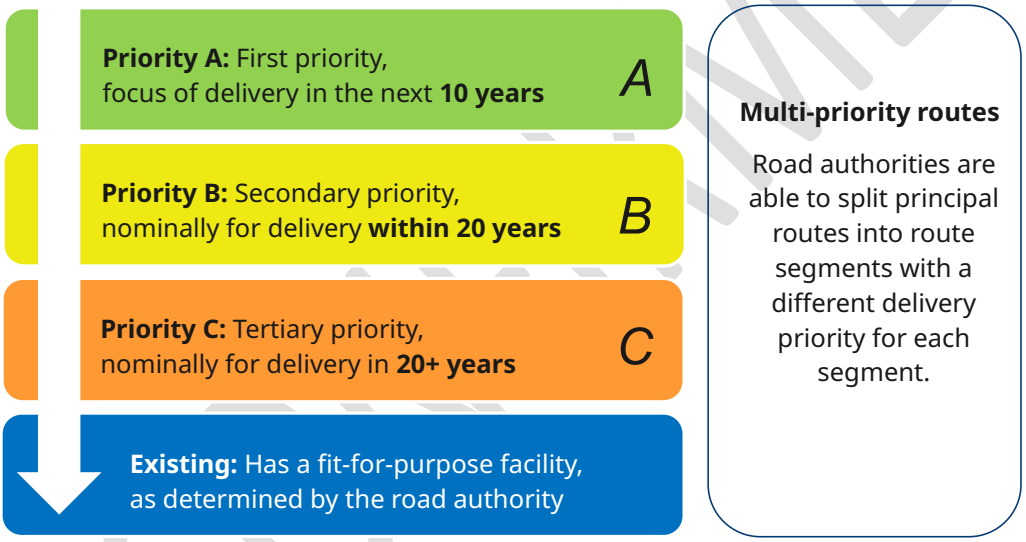

**Figure 2: Principal route delivery priorities**
PRMs identify the delivery priority that state and local government have assigned to principal routes in each local government area. Tourism routes[3] and future principal routes are not assigned delivery priorities. Delivery priorities (Figure 2) are indicative and intended to guide future investment in the network.
- If facility requires upgrade, please assign Priority A, B or C - referring to the key considerations and the timeframes in Figure 2.
- For other new routes, please assign Priority A, B, or C, referring to the key considerations and the timeframes in Figure 2.